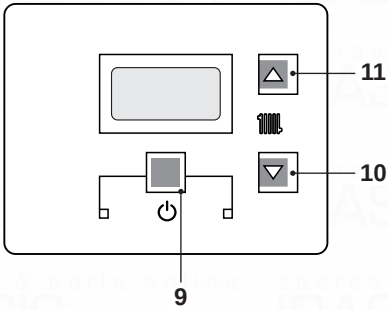
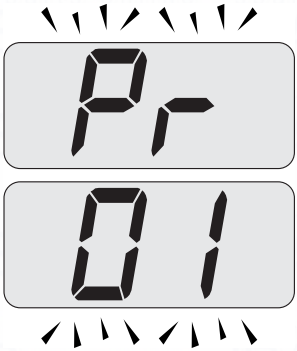
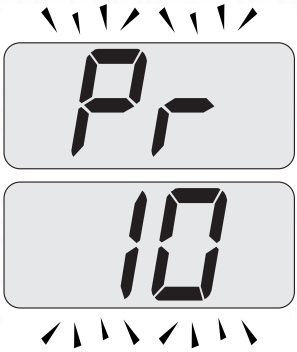

Fig. 7.32
Fig. 7.33
Fig. 7.34
- Enter the "programming mode" by pressing keys 9- 10- 11(Fig. 7.32) for 10 seconds at the same time until the letters **Pr** that alternate with code **01** are displayed on the LCD display, indicating that "parameter 01"(Fig. 7.33) has been activated.
- Scroll the various parameters using keys 10or 11until the letters **Pr** that alternate with code **10** are displayed on the LCD display, indicating that "parameter 10"(Fig. 7.34) has been activated.
- Press keys 9and 11(Fig. 7.32) at the same time until the value of parameter 10 (30=180 seconds) is displayed on the LCD display (Fig. 7.35).
- By pressing key 9(Fig. 7.32) confirmation of the inserted value is obtained.
- Press keys 9and 10(Fig. 7.32) at the same time to exit without changing the value (return to the parameters list Fig. 7.34)
- Press keys 9- 10- 11(Fig. 7.32) at the same time for 10 seconds to exit the "programming mode".